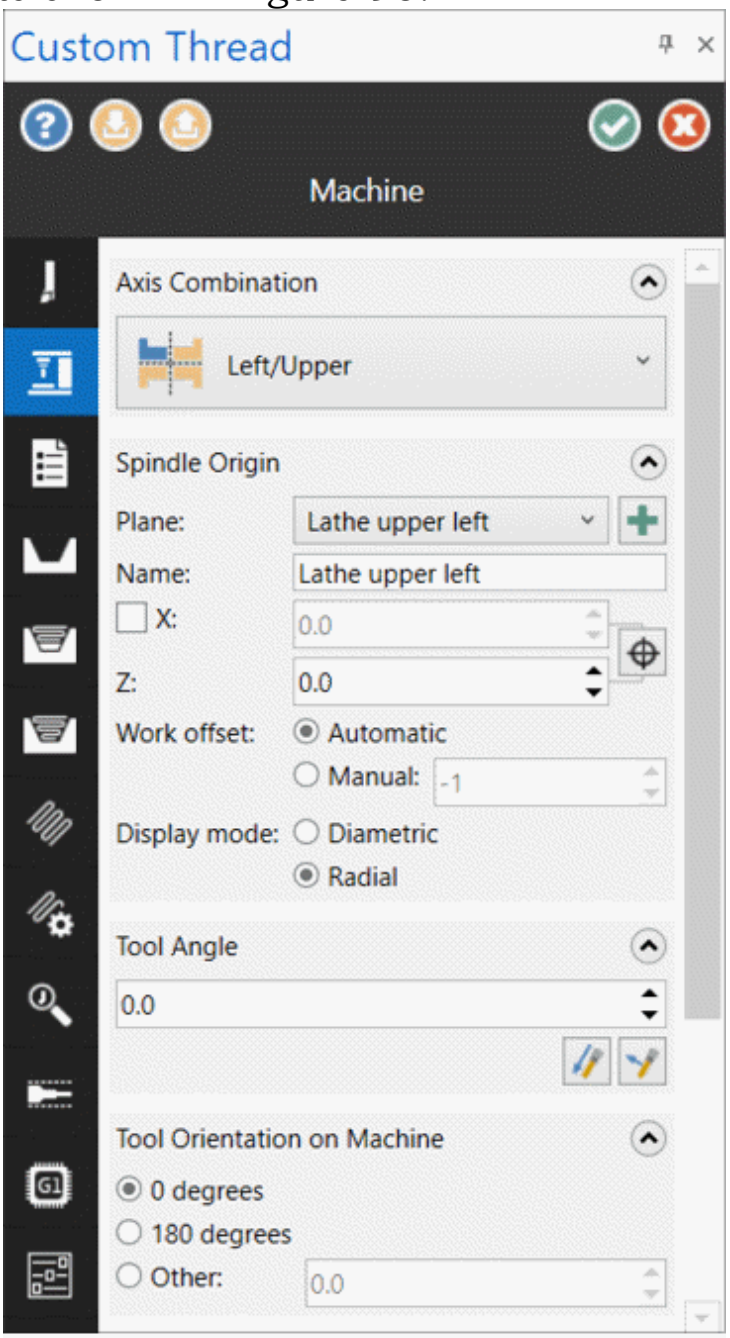

Figure-95. Machine page in Custom Thread Manager
- Click on the **Machine** option from left side in the **Manager** to display options related to machine setup. The options will be displayed as shown in Figure-95.